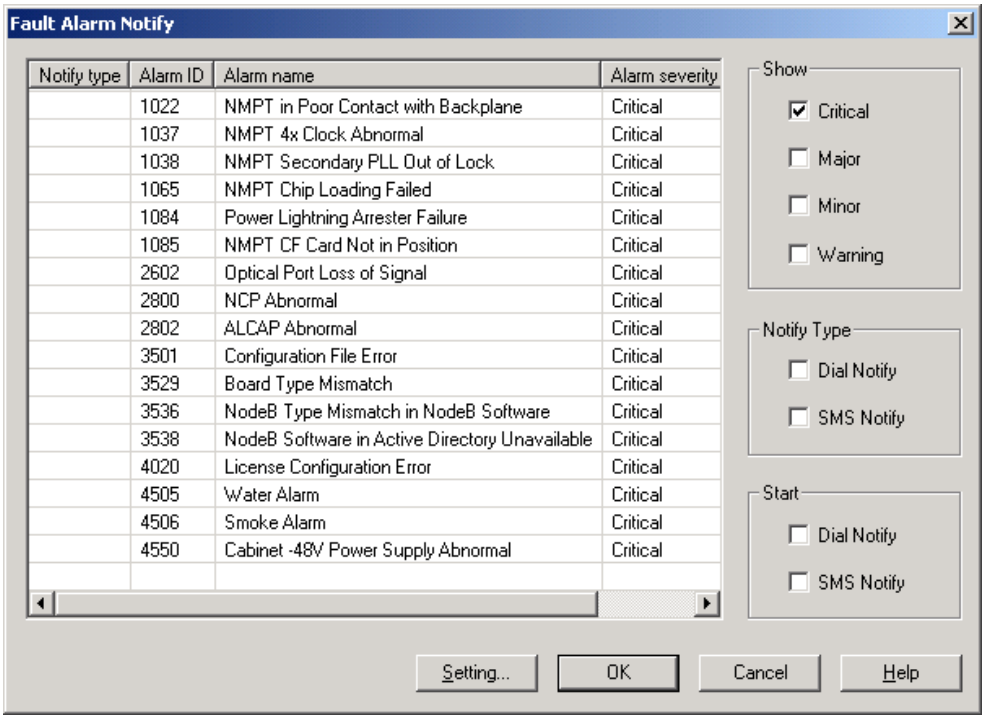

Figure 5-2 Fault Alarm Notify dialog box
1) Select **Management** -> **Fault Alarm Notify** to display the **Fault Alarm Notify** dialog box as shown in Figure 5-2.